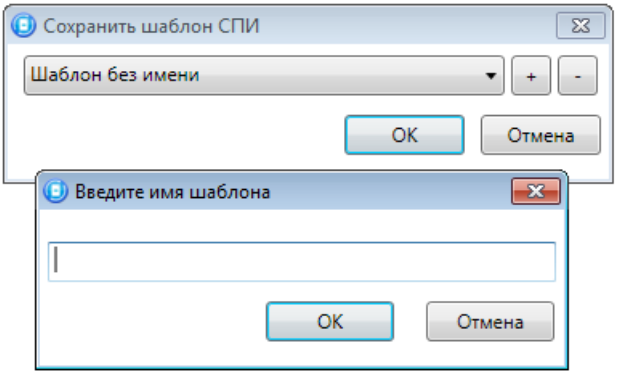

Рисунок 4.50 — Сохранение шаблона
- *Сохранить шаблон настроек:* открытие окна *Сохранить шаблон СПИ* (см. рисунок 4.50), с помощью которого может быть сохранена конфигурация ПОО контроллера в качестве шаблона.